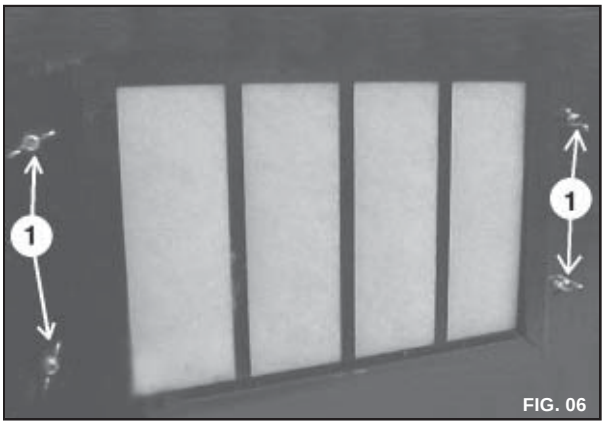

FIG. 06
1. Remova as 04 (quatro) porcas (FIG.06). Remova e limpe ou substitua o filtro.